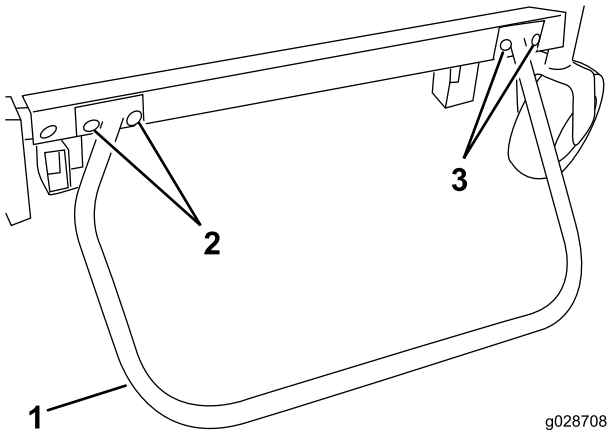

Figur 17
2. På höger sida av bärramen tar du bort de två främre huvudskruvarna (1/2–13 x 1 1/2 tum) som fäster bärramen vid lyftarmen (Figur 17).
4. Montera stötdämparen och fäst den med två huvudskruvar (1/2–13 x 1 1/2 tum) vid lyftarm-/bärramskopplingen samt två huvudskruvar (3/8–16 x 1 tum) och två flänslåsmuttrar (3/8 tum – 16) vid det främre fästet. Dra åt huvudskruvarna (1/2–13 x 1 1/2 tum) till 95–108 Nm (Figur 17).